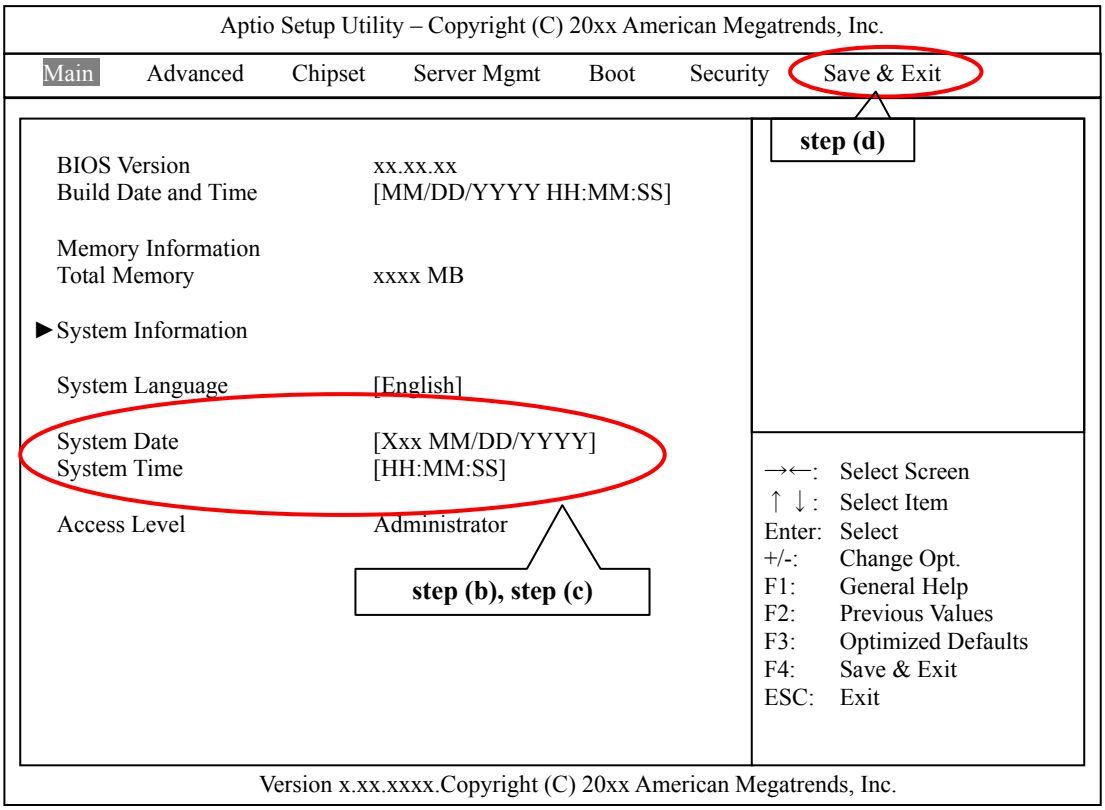

Figure B.2.4-1 Main Menu window
(2) Select [System Time] from the Figure B.2.4-1 Main Menu Window, and then manually enter the time that you obtained at "Set Up '9.1 UTC-based Time Setting (1) Acquiring the UTC (Universal Coordinated Time)' (SETUP 09-0000.)"
(3) Select [System Date] from the Figure B.2.4-1 Main Menu Window, and then manually enter the UTC date that you obtained at step (2).
(4) Select [Save & Exit] in the main menu window as shown in Figure B.2.4-1.